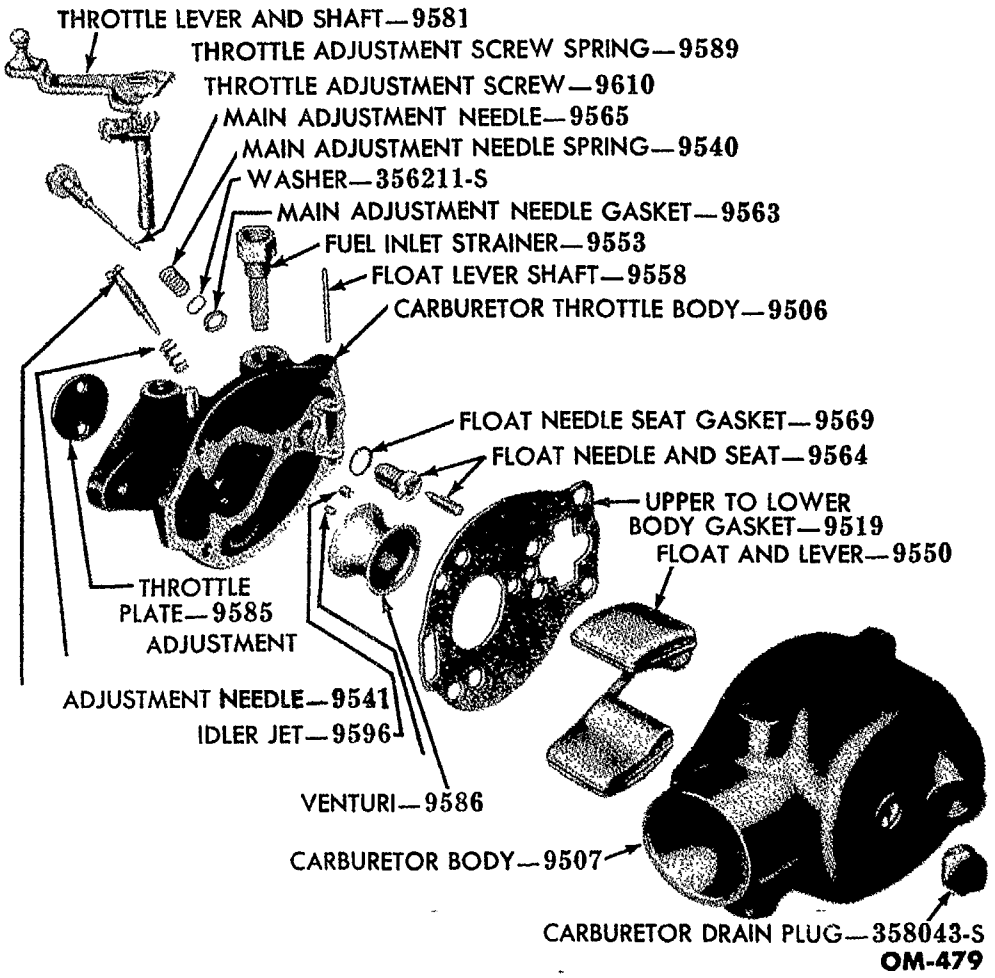
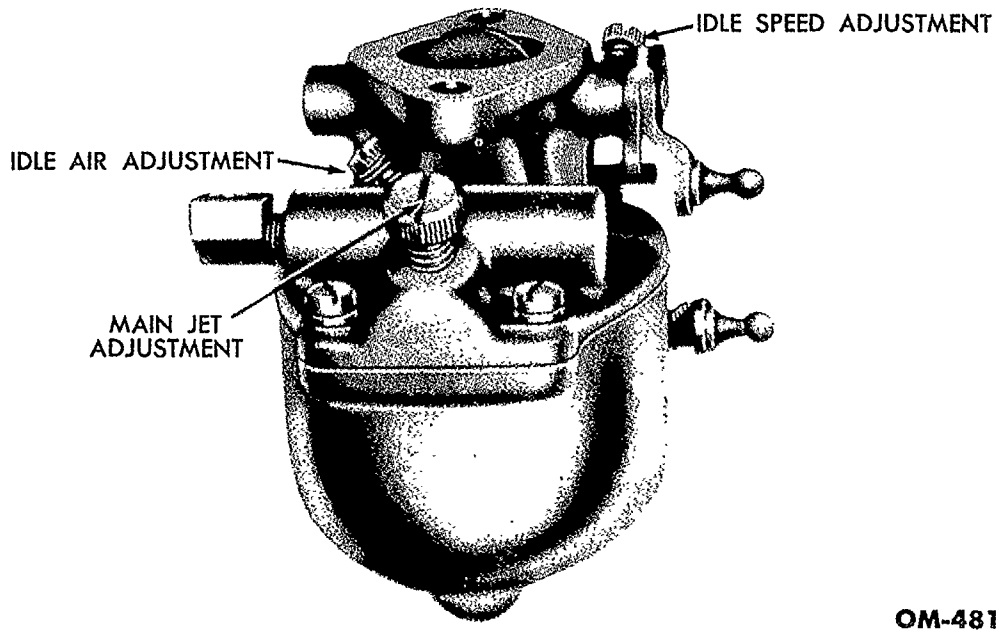

Fig. 50—Carburetor, Disassembled
Fig. 52—Carburetor, Assembled
b. Cleaning. Remove the main adjustment needle (fig. 52). Remove the four screws that secure the carburetor body to the carburetor throttle body (fig. 50). Thoroughly clean all passages in the carburetor. Be sure that the drain screen washer remains within the main air intake drain.
When the hand throttle is in the idle speed position, the engine should be running about 400 R.P.M. The engine speed may be determined by the proof-meter. The throttle adjustment screw is located on the left side of the carburetor, as shown in fig. 52. The